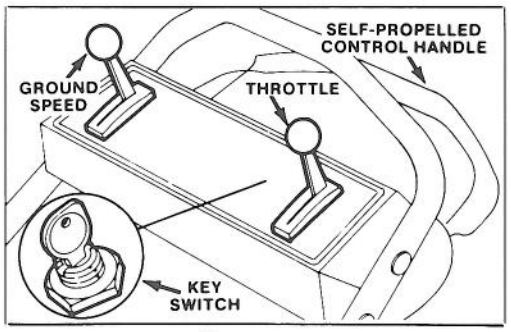

Figure 8
1. CONTROLS – Throttle, ground speed control and self-propelled control bar are on upper handle (Fig. 8). Fingertip starter is on top of engine.
2. Push high tension wire onto spark plug and on self-propelled models move ground speed control to "N" (Fig. 8).
4. GROUND SPEED (Fig. 8) – Move ground speed control to desired setting. Number "1" is slow, "2" is medium, and "3" is a fast walking pace. Move ground speed control to "N" when using the mower for trimming and whenever leaving mower.
6. STOPPING (Fig. 8) – Release control bar to stop blade and traction drive. Move ground speed control to "N". To stop engine, move throttle to OFF. Pull wire off spark plug if mower is unattended or not used.
3. Move throttle control to FAST (Fig. 8).